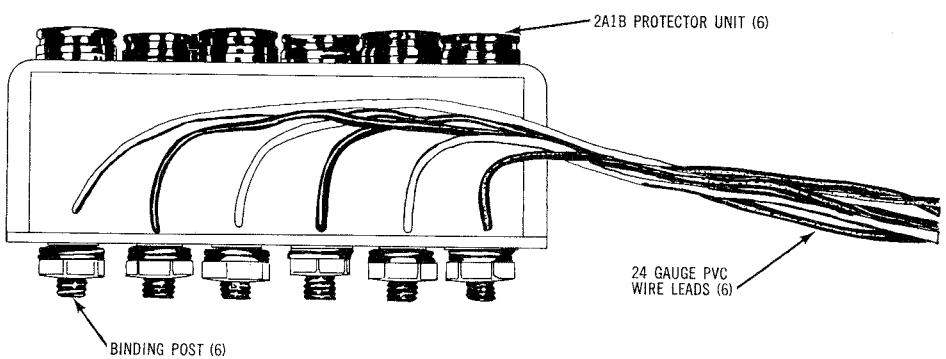

Fig. 6—N3A1B-3 Terminal Block
4.03 If cable pair protection is required the six pair block provided with the terminal is removed and a N3A1B-3 (3 pair, 6 Mil gap, protector unit) terminal block, Fig. 6, is installed. The 3 pair protector block is the same size as the 6 pair unprotected block and is installed in the same mounting holes.